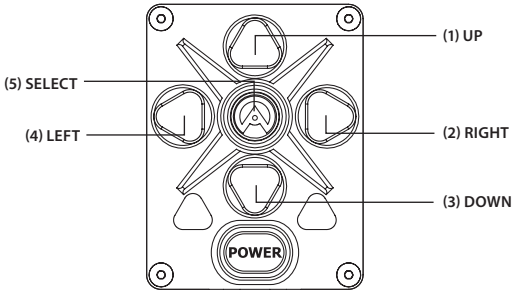

FIGURE 3-20. MAIN MENU NAVIGATION BUTTONS
To display the MAIN MENU, hold down the MENU button (5) on the control panel (Figure 3-20).